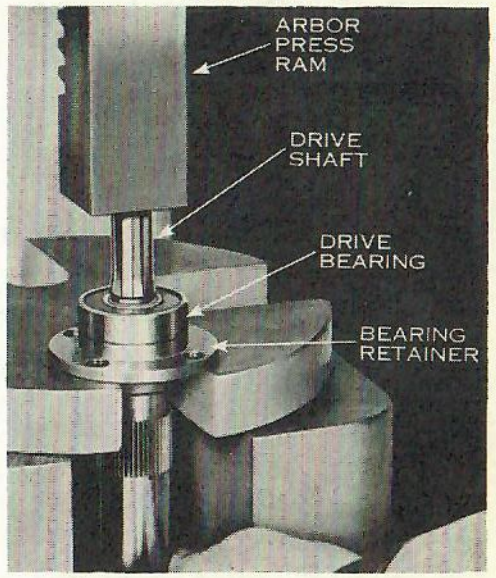

FIG. 27-1
5. Press drive shaft out of bearing. See Fig. 27-1.